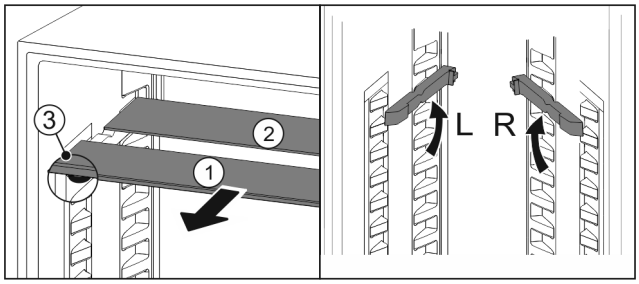

Fig. 167
▶ 将玻璃隔板逐个向前拉出 *Fig. 167 (1)*。
▷ 带装饰条的玻璃隔板 *Fig. 167 (1)*在前。
▷ 阻挡装置 *Fig. 167 (3)*指向下方。